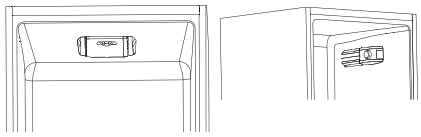

Fig.4
•Le groupe thermostat pour le contrôle de l'appareil est situé à l'intérieur de la cellule frigorifique (fig.4). Tourner le bouton du thermostat au-delà de la position "0". La lumière s'allume quand on ouvre la porte du réfrigérateur. Si on positionne le bouton sur "0" on éteint complètement l'appareil.